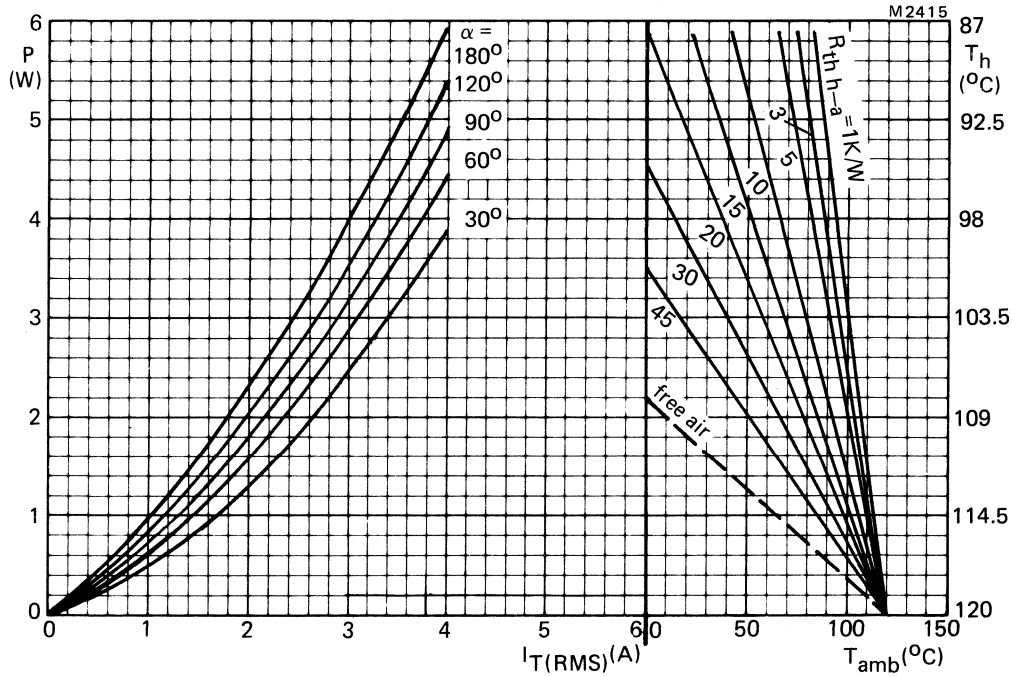

Fig.3 The right-hand part shows the interrelationship between the power (derived from the left-hand part) and the maximum permissible temperatures.
a. The method of using Figs.3 and 4 is as follows: